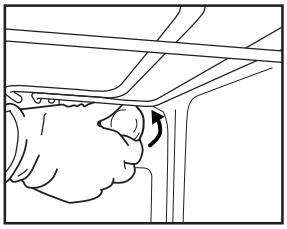
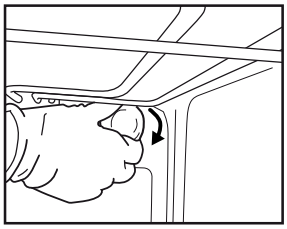

Rys. 6
Rys. 7
2. Odkręcić klosz (Rys. 6), wymienić żarówkę (typ - patrz uwaga poniżej) i z powrotem przykręcić klosz (Rys. 7).